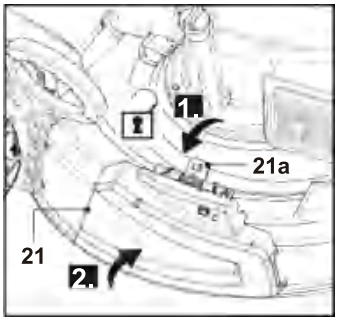

Fig. 18
3. (Fig. 18, step 1).
4. hold it in position (Fig. 18, step 2）.